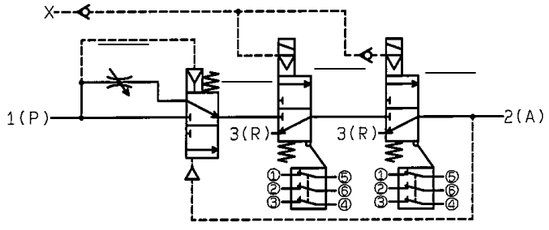
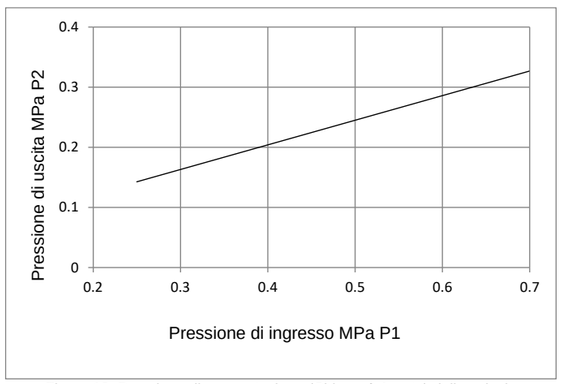

Figura 9. Pilotaggio esterno (variante di interruttore Rockwell mostrata per riferimento)
Figura 10. Pressione di commutazione (Chiusa →Aperta) della valvola ad avviamento progressivo V2
- In un'applicazione legata alla sicurezza, il sistema ecciterà le valvole con funzione di scarico di sicurezza (V3 e V4 in Figura 9), permettendo alla macchina di funzionare in modo sicuro. Quando entrambe le valvole sono eccitate, l'aria entrerà nel sistema protetto attraverso l'attacco 2 (A). La portata è inizialmente limitata dalla valvola a spillo V1 e la pressione nel sistema protetto rimarrà bassa fino a che il sistema si riempie o gli attuatori si muovono lentamente. La pressione successivamente, aumenterà fino a che il sistema si riempie o gli attuatori si fermano. Con l'aumento della pressione P2 (vedi Figura 10) la valvola V2 si commuta e la valvola V1 viene bypassata. In questa condizione, l'aria entrerà nel sistema protetto secondo i dati riportati nella sezione 2.3.